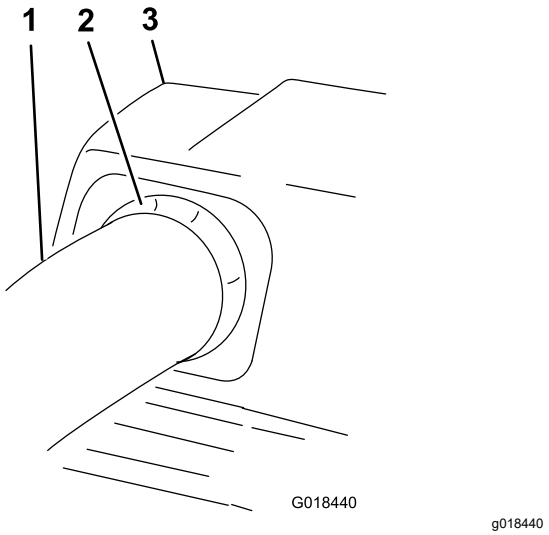

Figure 30
10. Pull the upper tube out slightly so that the seal extends outward and over the lower tube (Figure 30).
19. Pull the upper tube out slightly so that the seal extends outward and over the blower assembly (Figure 30).